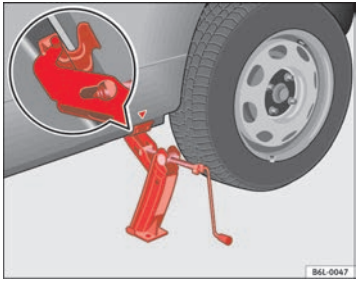

Fig. 127 Fitting the jack
– Align the jack so that the arm of the jack fits around the rib under the door sill and the movable base plate of the jack is flat on the ground ⇒ fig. 127.